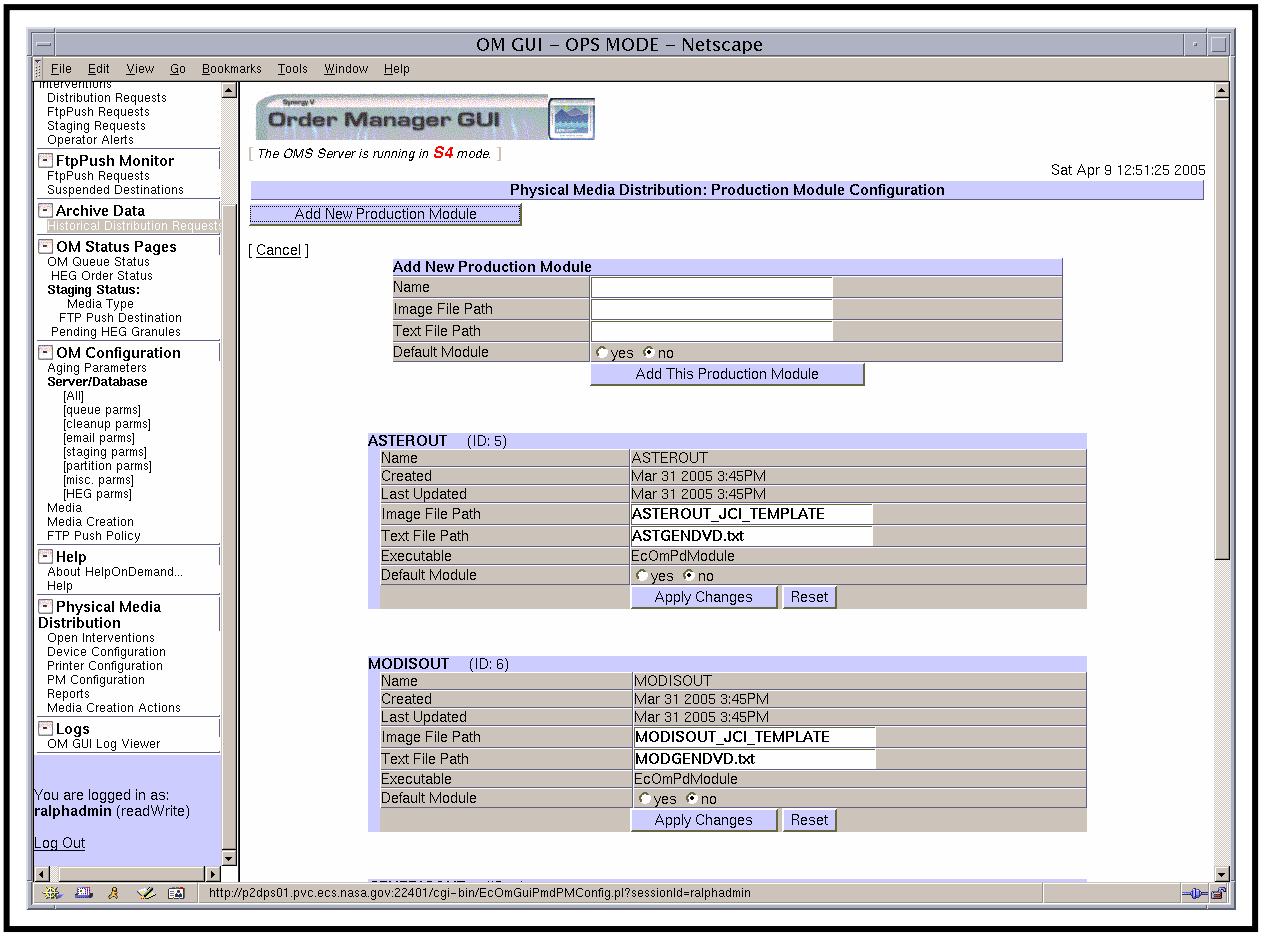

Figure 83. Add New Production Module Table (PMD Production Module Configuration Page)
- An **Add New Production Module** table is displayed on the **PMD Production Module Configuration** page (Figure 83).
- The **Add New Production Module** table on the **PMD Production Module Configuration** page (Figure 83) is dismissed.